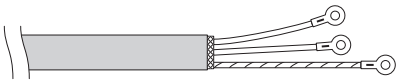

Fig. 4-12
(4) Applicare un terminale ad anello ai cavi del segnale e ai conduttori schermati di cui al passo 2 (Fig. 4-12).